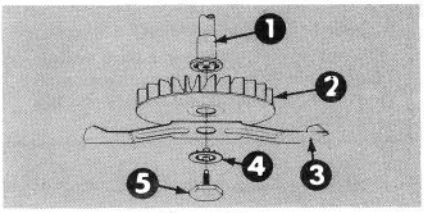

Figure 23
5. Slide special blade retainer into proper position, locking the tabs into the appropriate slots. Check to be sure the knife fits properly on the motor shaft. Secure with blade bolt. Tighten to 15 N·m torque (Fig. 23).